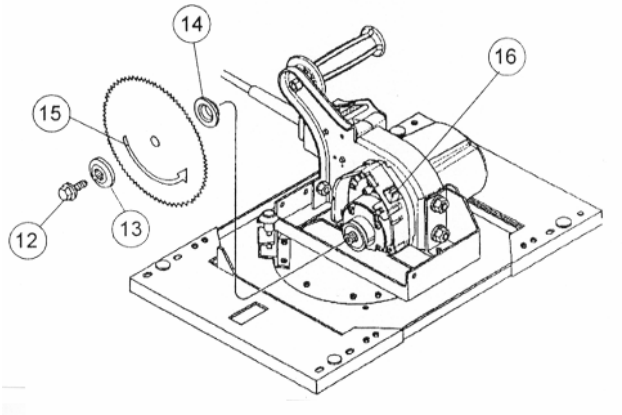

Figure 7: Installing a Saw Blade (H Series Shown)
2. Tighten your rip lock on your carriage. While holding the in the spindle lock (16)(located on the bottom side of your motor) **remove the blade bolt** (12)(Figure 7) from the saw motor spindle by turning it **counterclockwise**. Remove the outer blade flange (13), but leave the inner blade flange (14) on the spindle.